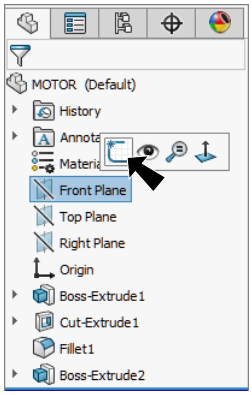

Fig. 16
Step 1. Click **Front Plane** in the Feature Manager and click **Sketch** on the context toolbar, **Fig. 16**.